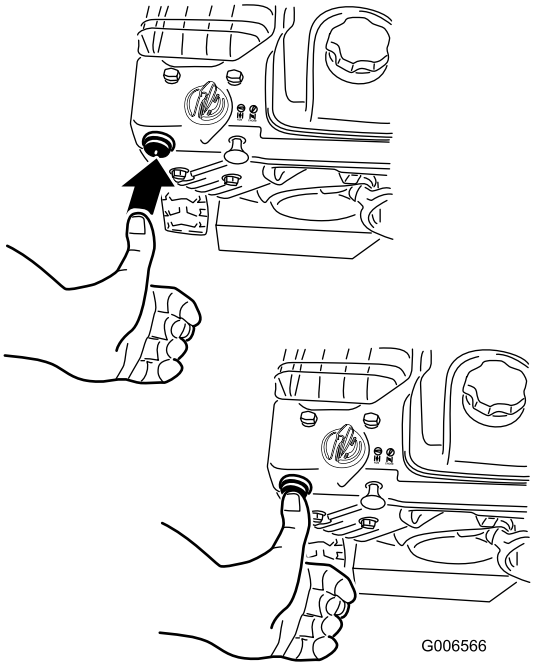

Figur 26
4. Snapsa genom att trycka in knappen ordentligt med tummen två gånger (vid –9 °C eller högre) eller fyra gånger (under –9 °C) och hålla in knappen en sekund vid varje tryckning innan du släpper den igen (Figur 26).